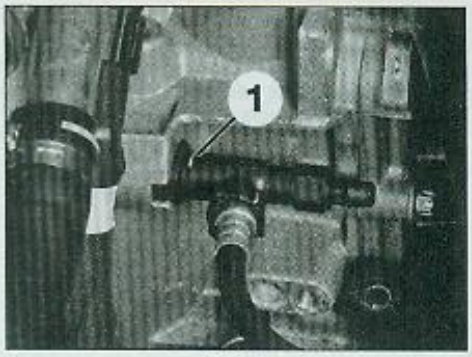

FIG. 7
• Retirer l'agrafe de verrouillage (1) (**Fig.7**).